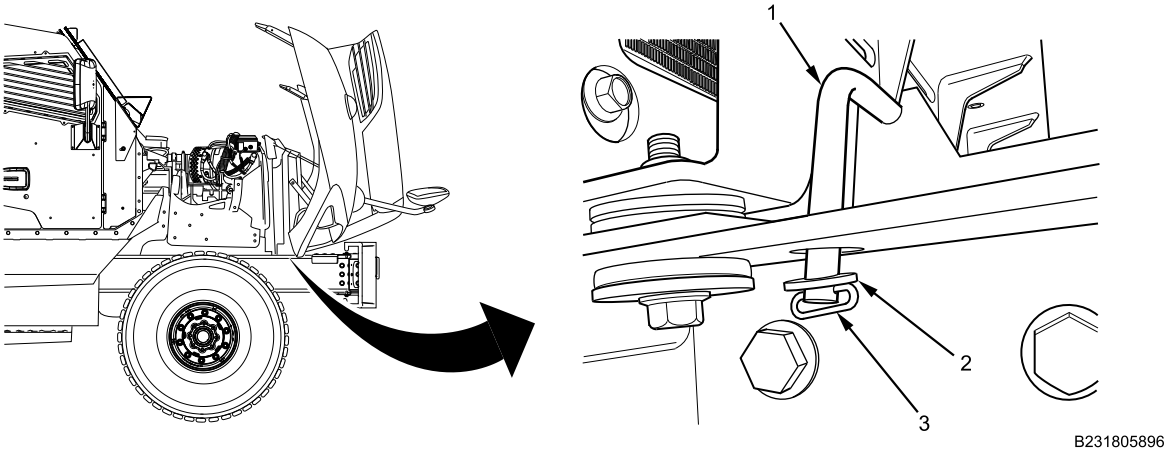

Figure 22. Torsion Assist Bar, Washer, and Spring Clip.
b. Install washer (Figure 22, Item 2) and new spring clip (Figure 22, Item 3) to hood torsion assist bar (Figure 22, Item 1).